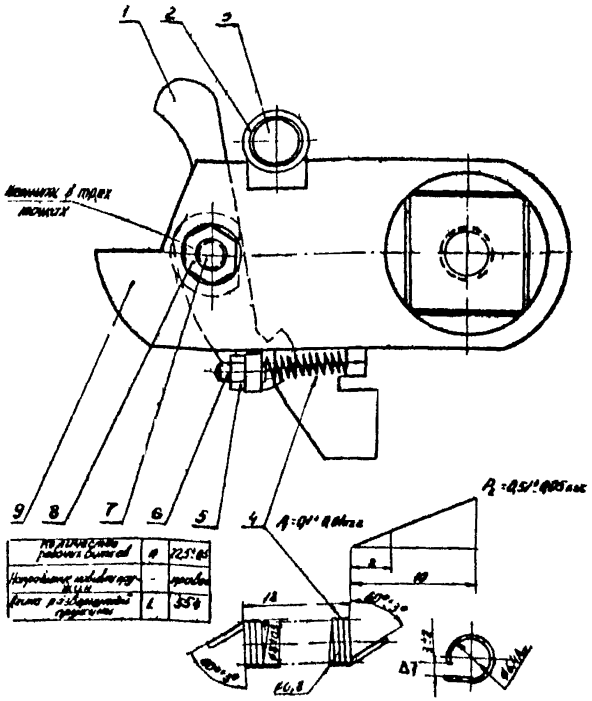
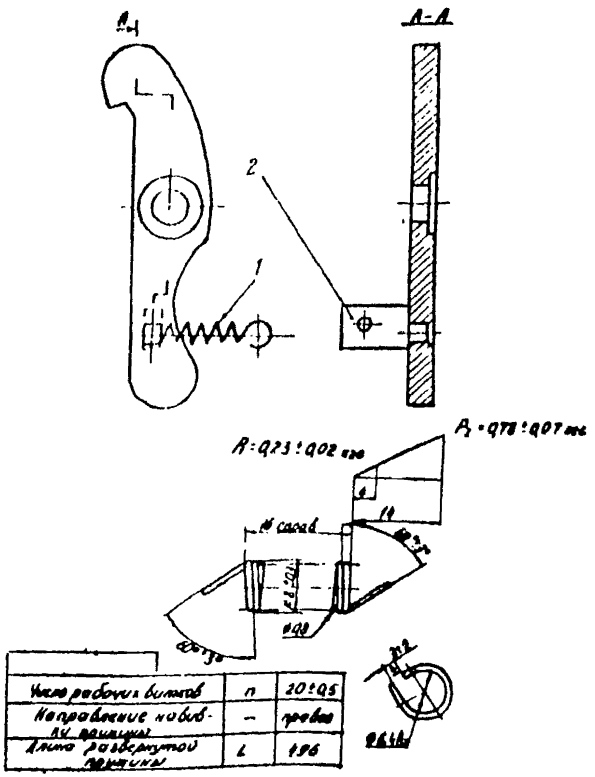

Рис.6. Заводящий механизм:
Рис.7. Защелка в сборе:
6.7. Проверить состояние заводящего механизма (рис.6).
6.8. Проверить состояние защелки (рис.7). Защелка не должна иметь трещин и других механических повреждений, затрудняющих нормальную работу. Серьга 2 должна быть прочно укреплена в теле защелки (путем расклепывания).
В н и м а н и е! Особо тщательно проверить состояние поверхностей зацепления зуба рычага вала 12 (см.рис.1, *а*), зуба защелки зацепа 1 (см.рис.6) и зуба защелки (см.рис.7). На поверхностях зацепления не должно быть царапин, вмятин, зазубрин, сколов и трещин. Детали, имеющие дефекты, подлежат замене запасными деталями заводского изготовления.
10.4. Проверить зацепление защелки защепа 1 (см.рис.6) с рычагом вала 12 (см.рис.1,*а*).
Величину зацепления (5-6 мм) регулировать упорным винтом 6 (см.рис.6) защелки защепа 1. В процессе зацепления защелка не должна задевать за зуб рычага своей нерабочей поверхностью.